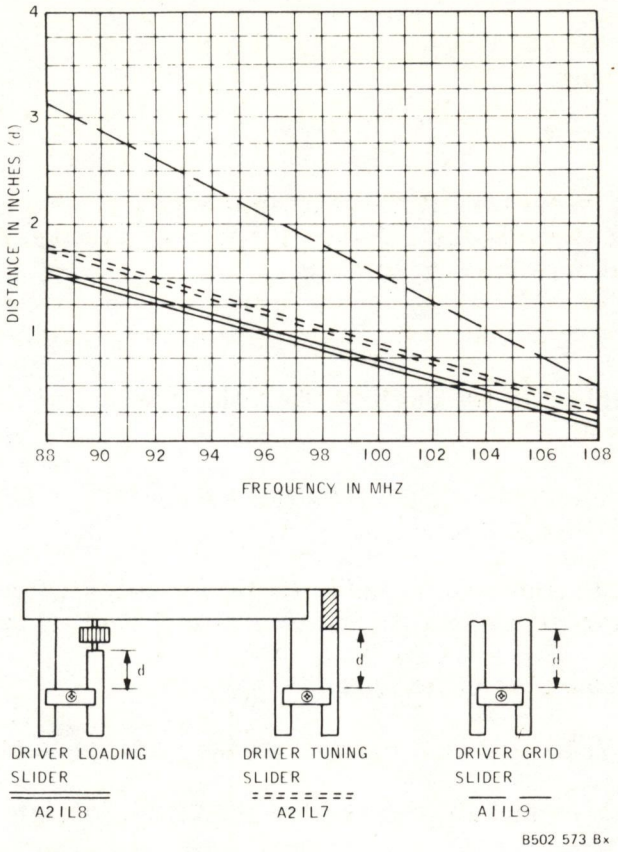

Figure 5-2. Graph for Approximate Setting of Driver Loading, Driver Tuning, and Driver Grid Sliders.
d. Adjust driver loading slider A21L8, driver tuning slider A21L7, and driver grid slider A11L9 to the desired frequency in accordance with the graph in figure 5-2.
i. Adjust driver grid slider A11L9 to the desired frequency in accordance with the graph in figure 5-2.